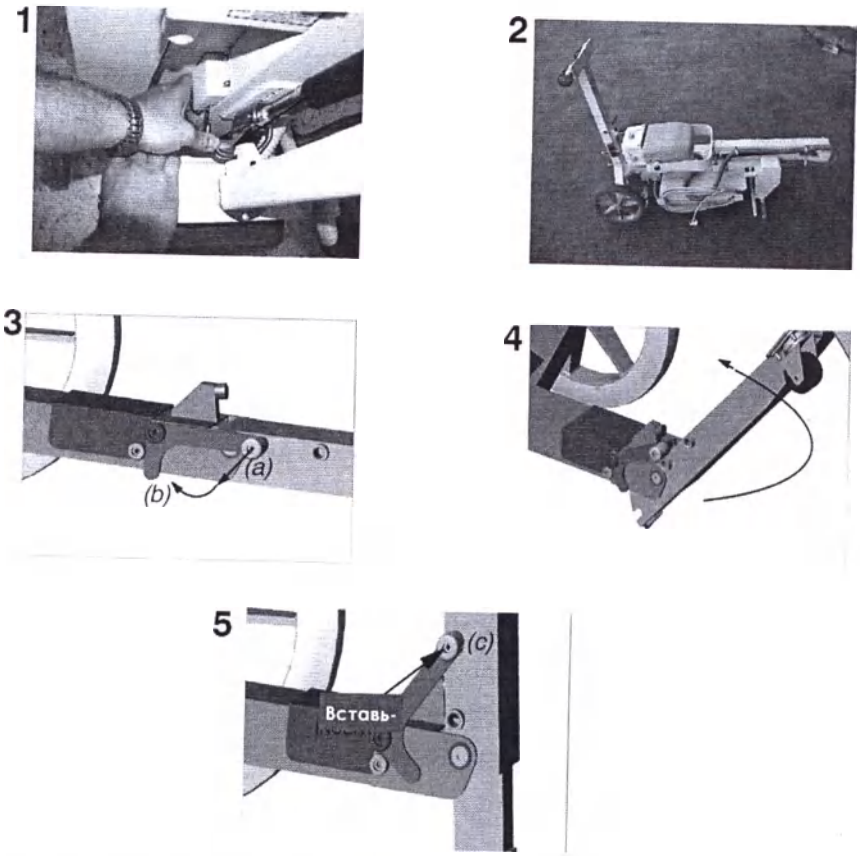

Рисунок 2.7 – Приведение аппарата в транспортируемое положение
4. Потяните механический фиксатор (a) и нажатием опустите его (b) для того, чтобы сложить опору (Рисунок 2.7, 3).
6. Вставьте механический фиксатор в верхнее отверстие (c) (Рисунок 2.7, 5).